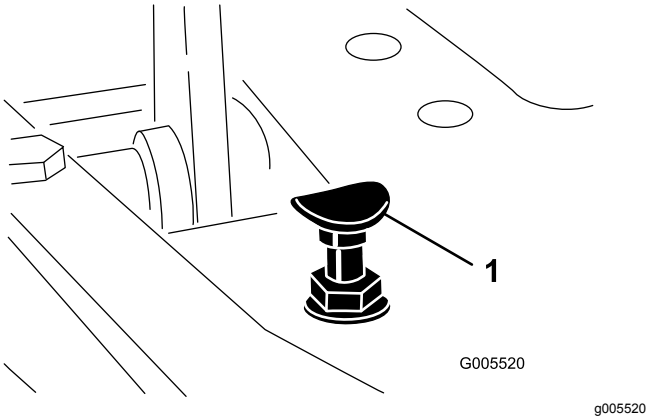

Figur 44
For at opnå maksimal transporthastighed skal du sætte funktionsbevægelseshåndtaget i TRANSPORT-positionen og trykke ned på traktionspedalen. Hvis pedalen berører stoppet (Figur 44), inden du mærker stramningen på kablet, skal du udføre følgende justeringsprocedure:
1. Sæt funktionsbevægelseshåndtaget i TRANSPORT-positionen, og løsn den låsemøtrik, der holder pedalstoppet på gulvpladen (Figur 44).